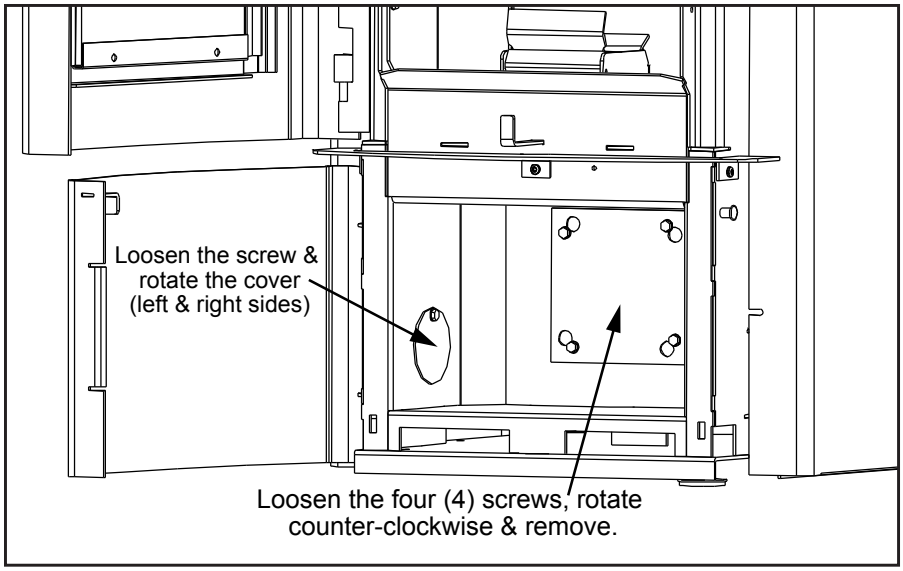

Figure 8: Bern Clean-Out Covers.
- Using a 5/16" socket, loosen the six (6) screws in the ash box compartment; four (4) on the back and one (1) on each side (see Figure 8).
- Vacuum out all three (3) chambers.